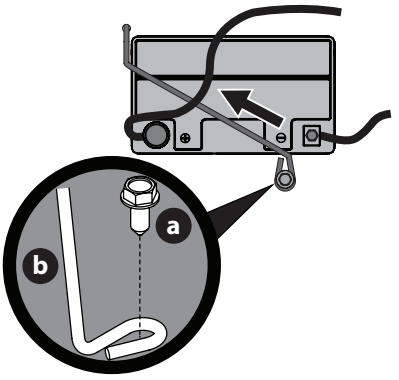

Fig. 15
NOTA: el mazo de cables debería colocarse sobre la parte superior de la barra de sujeción de batería. De no ser así, el mazo de cables podría resultar dañado (Fig. 15 en la página 48).
3. Extraiga el tornillo de arandela hexagonal (a) que sujeta la barra de sujeción de la batería al bastidor (b). Luego levante la barra de sujeción de la batería (b) para liberar la batería (Fig. 15).